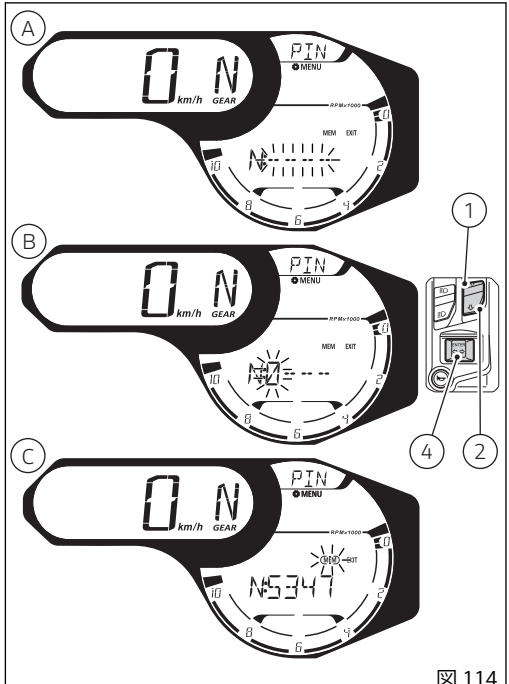

図 114
ボタン (4) を押して最後の桁を決定すると、"MEM" (C、図 114) の文字枠が点滅します。
- "EXIT" を選択 (枠が点滅) してボタン (4) を押すと、PIN CODE を保存せずに終了します。
- 設定したコードのひとつの数字を選択 (点滅) してボタン (4) を押すと、コード入力をもう一度行い数字を変更することができます。
- "MEM" (C、図 114) を選択 (枠が点滅) してボタン (4) を押すと、新しい PIN CODE が保存されます。インストルメントパネルは "MEM OK" を 2 秒間表示し、続いて "EXIT" の文字枠を点滅させます。ボタン (4) を押して終了します。